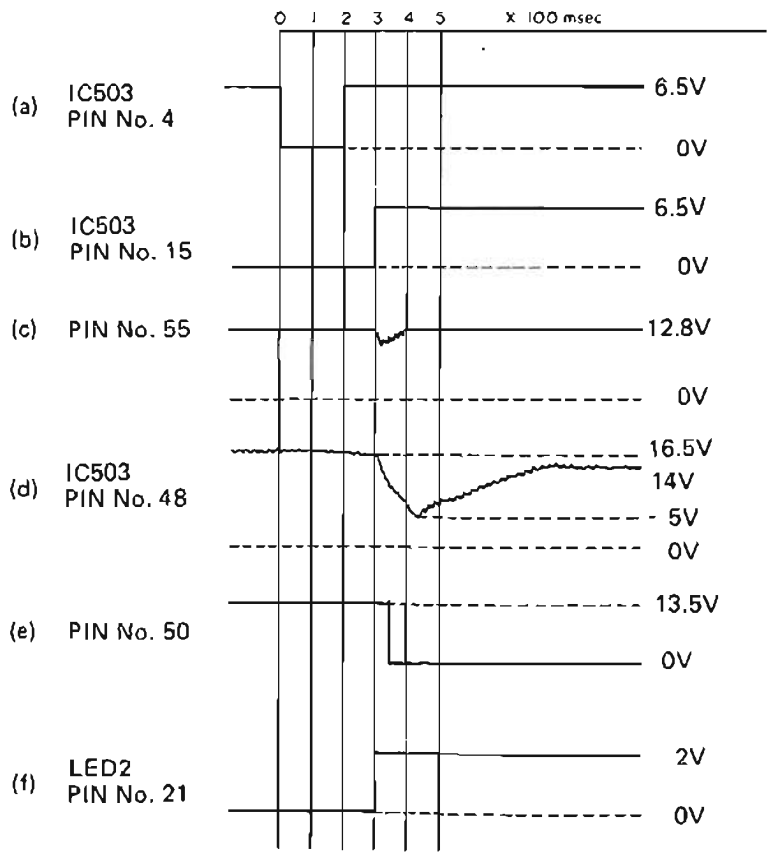

Fig. 2
1. **PLAY-mode operation** (Refer to Fig. 2.)